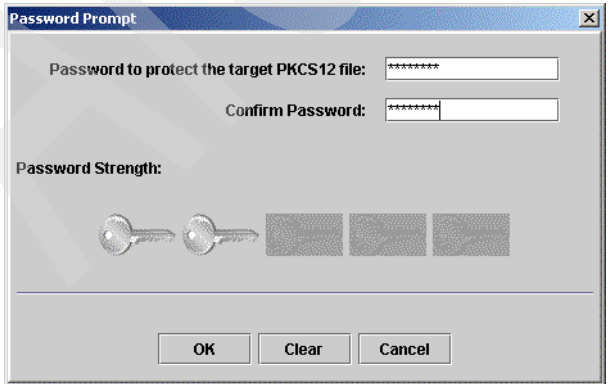

Figure 8-10 Provide a password to protect the private key
In the Password Prompt window (Figure 8-10), enter a password to protect the target PKCS12 file and click **OK**. Be sure to make a note of this password, because it is required later.
e. Enter the password used when exporting the PKCS12 file earlier (see Figure 8-10 on page 216).